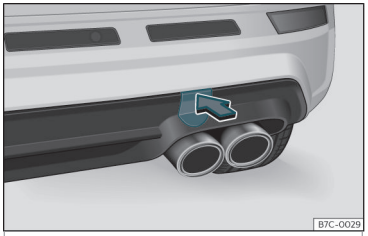

Fig. 41 En el lado derecho del paragolpes trasero: retirar la tapa.
El alojamiento de la argolla de remolque enroscable se encuentra en el lado derecho del paragolpes trasero detrás de una tapa ››› **fig. 41**.
- Presione sobre la zona superior de la tapa ››› **fig. 41** para desencastrarla.